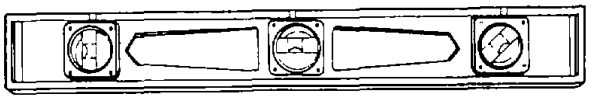

Figure 3-4. Mechanic's Level
(4) Mechanic's level The mechanic's level, shown in figure 3-4, has 3 vials which are mounted horizontally, vertically, and diagonally.